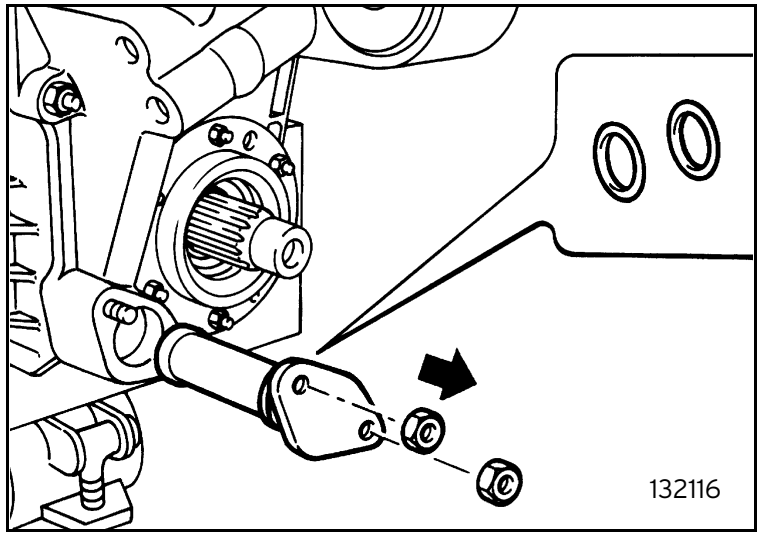

Fig. 16
- remove the securing nuts and take out the gearbox oil filter, recovering the two O-rings (figure 16);